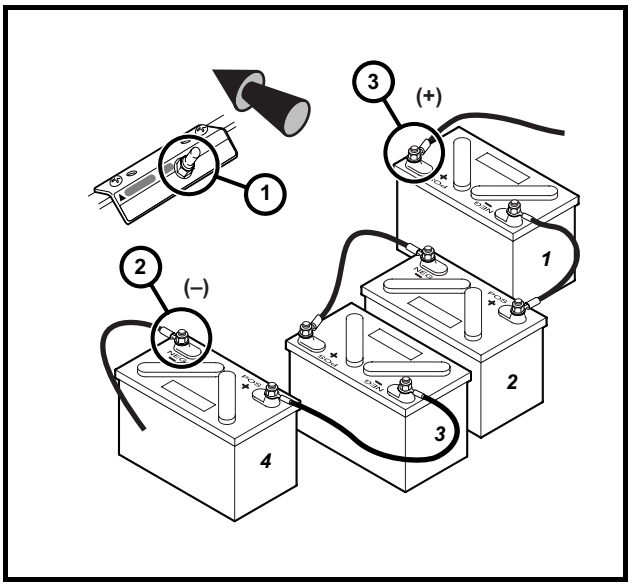

Figure 2 IQ System Electric Vehicle - 12-Volt Battery Configuration
- **To avoid unintentionally starting the vehicle, disconnect the batteries as shown (Figure 2).**